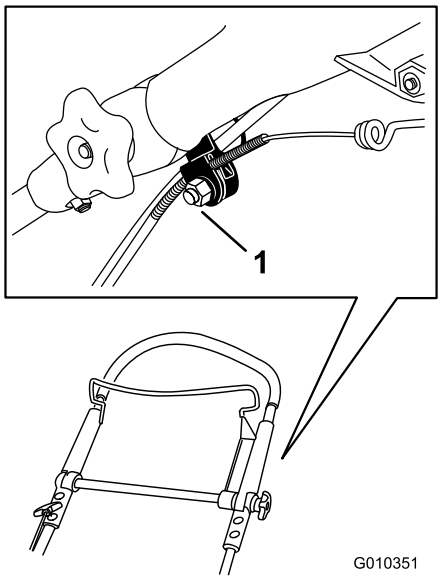

Figur 35
1. Lossa muttern på kabelfästet (Figur 35).